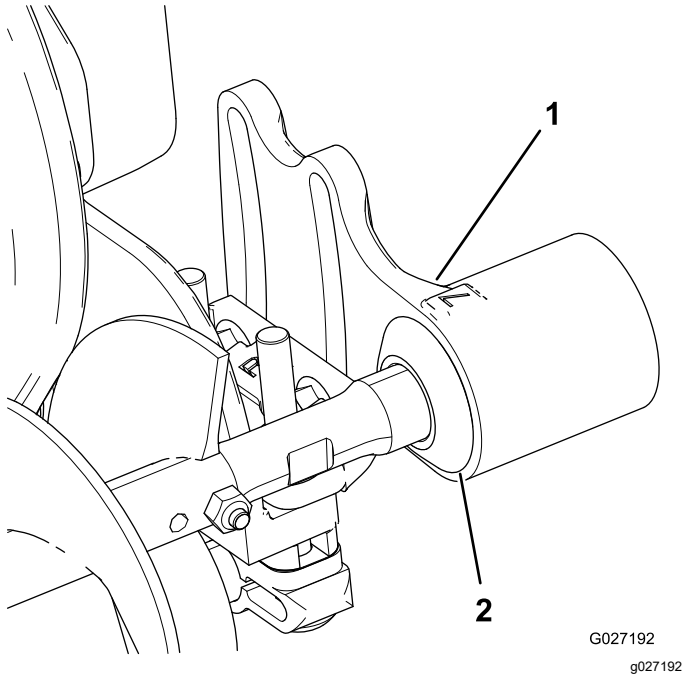

Figura 10
1. Deslize cada vedante de eliminação de sedimentos para fora até que os rebordos vedantes fiquem em ligeiro contacto com cada caixa de rolamentos (Figura 10).